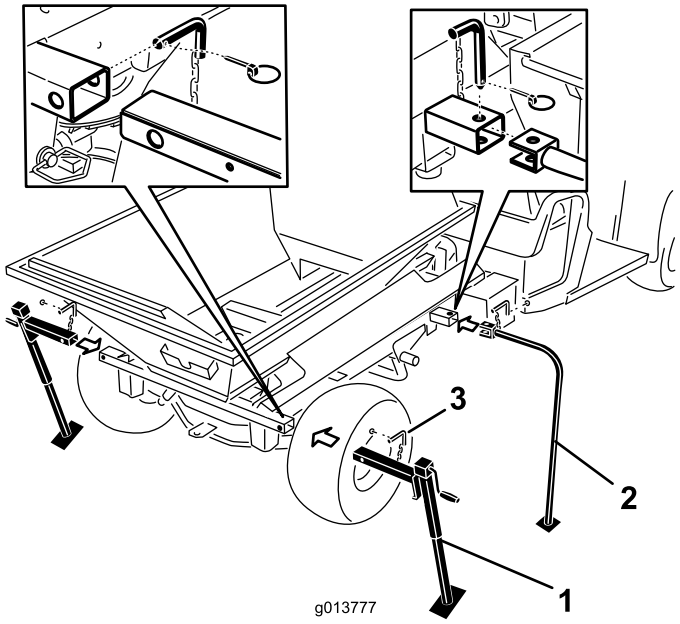

Figura 42
7. Insira os pés de armazenamento frontais e as bases do macaco traseiras nos tubos do ProPass e prenda-os com os pinos de bloqueio (Figura 42).